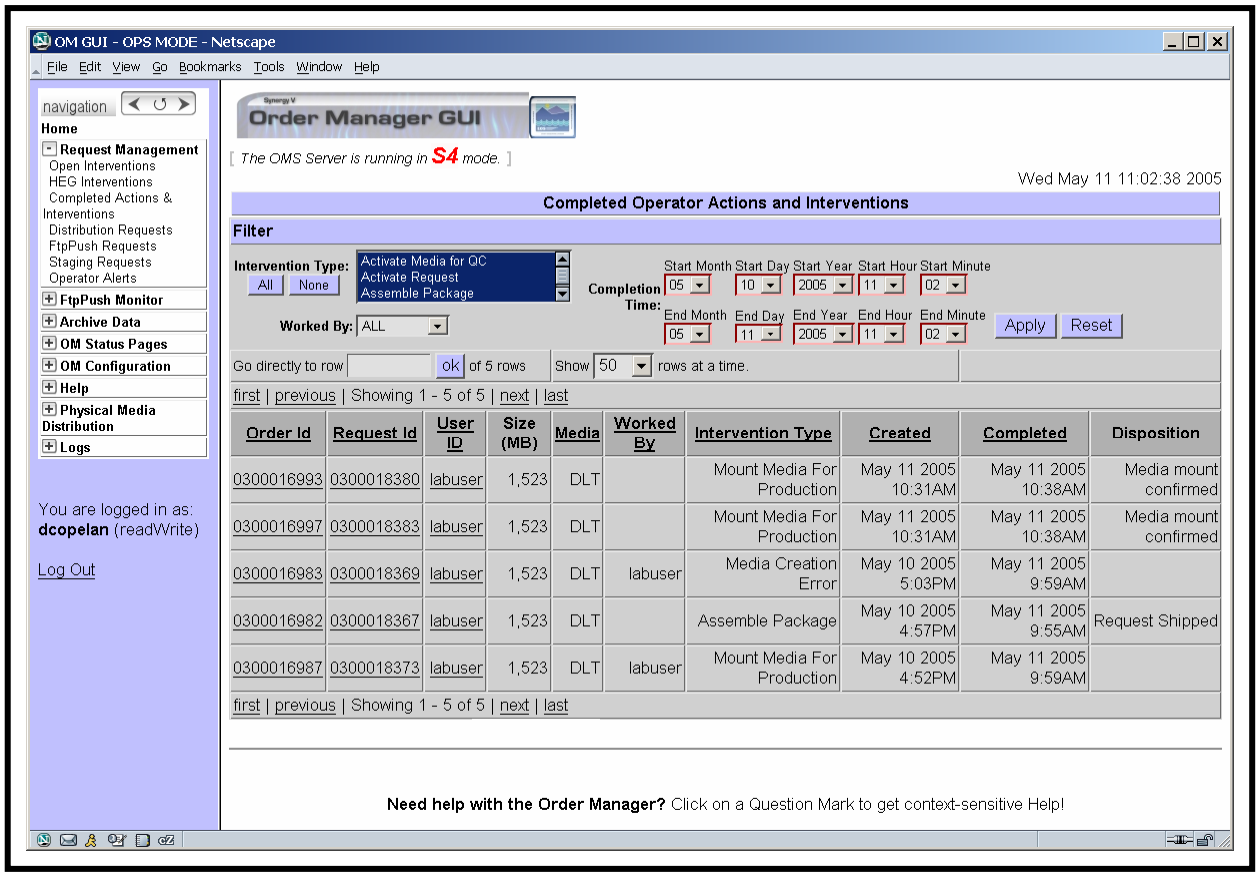

Figure 47. Completed Operator Actions and Interventions Page
The **Completed Operator Actions and Interventions** page (Figure 47) provides the Distribution Technician (whether full-capability or limited capability operator) with a means of viewing completed action/intervention information on the OM GUI.
- The **Completed Operator Actions and Interventions** page (Figure 47) is displayed.
- **Size (MB).**